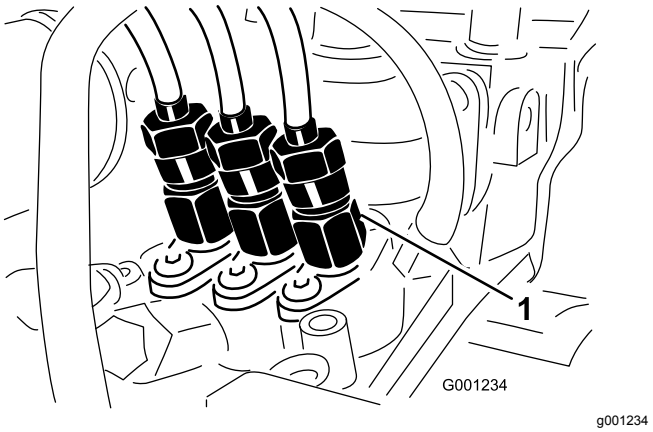

**Figur 50**
1. Løsn rørmøtrikken til den første indsprøjtningsdyse og holdersamlingen ved indsprøjtningspumpen (Figur 50).